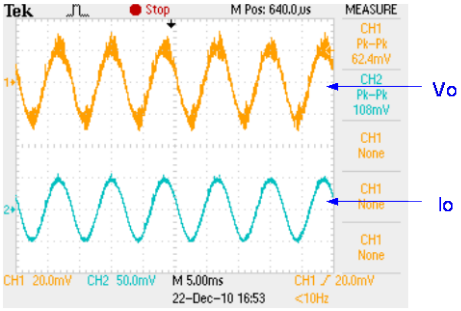

Fig 4-9
1.2 Figure 4-9 show LED driver constant current output Io has a current ripple, the Voltage across of LED also got a Io*Rd voltage ripple (Normally is a high frequency Triangle waveform).